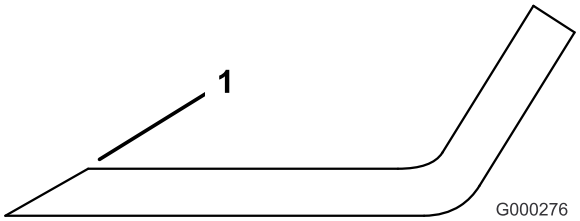

Figuur 84
1. Gebruik een vijl om de snijranden aan beide uiteinden van het mes te slijpen (Figuur 84). Houd daarbij de oorspronkelijke hoek in stand. Het mes blijft in balans als u van beide snijranden dezelfde hoeveelheid materiaal verwijdert.